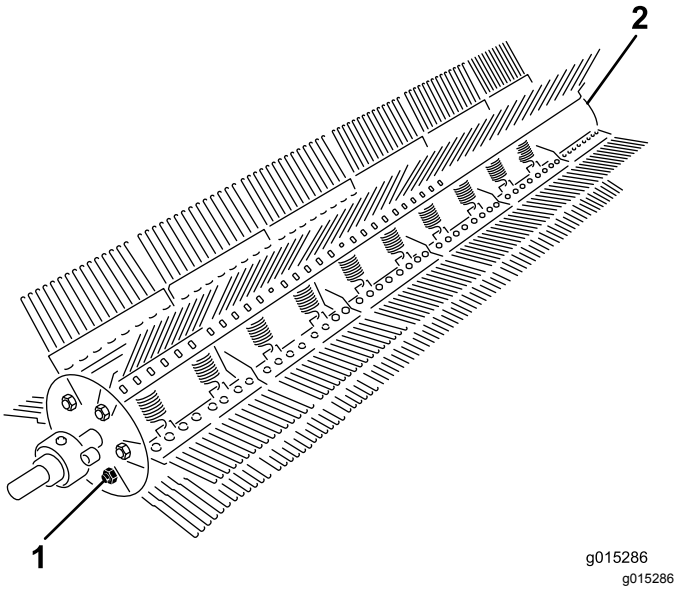

Figuur 27
2. Verwijder de bout en borgmoer van 1 uiteinde van de harkstang (Figuur 27).